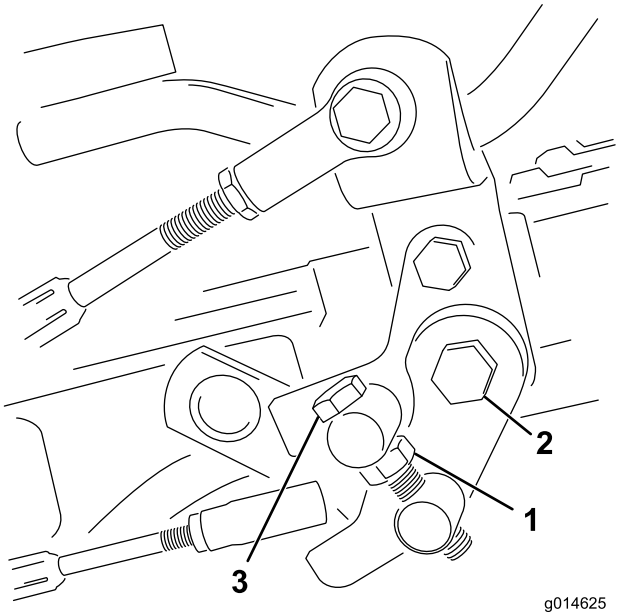

Figuur 50
1. Draai de contramoer op de draaitapbout los (Figuur 50).
4. Draai de contramoer op de draaitapbout en de moer op het scharnierpunt van het pedaal vast om de afstelling te vergrendelen (Figuur 50). Controleer de afstelling en stel nogmaals af indien dit nodig is.